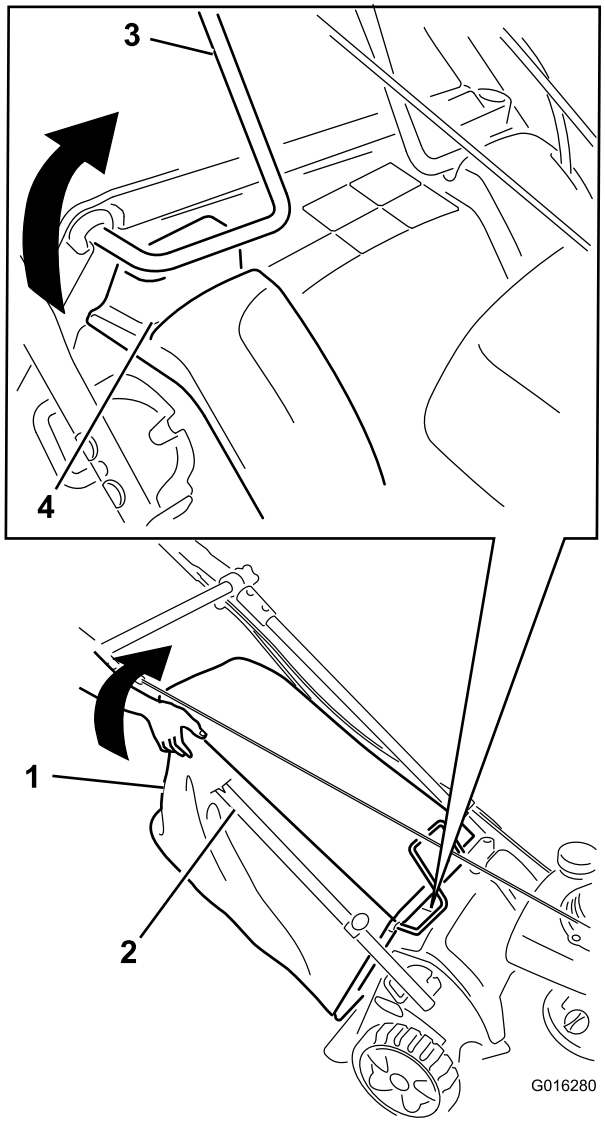

Figur 52
5. Løft opp bakre høyre hjørne av gressposen mens motoren er i gang, helt til ledningen på rammen på gressposens øvre fremre hjørne har blitt fjernet fullstendig fra høyre spor (Figur 52). **Motoren skal nå stoppe.**